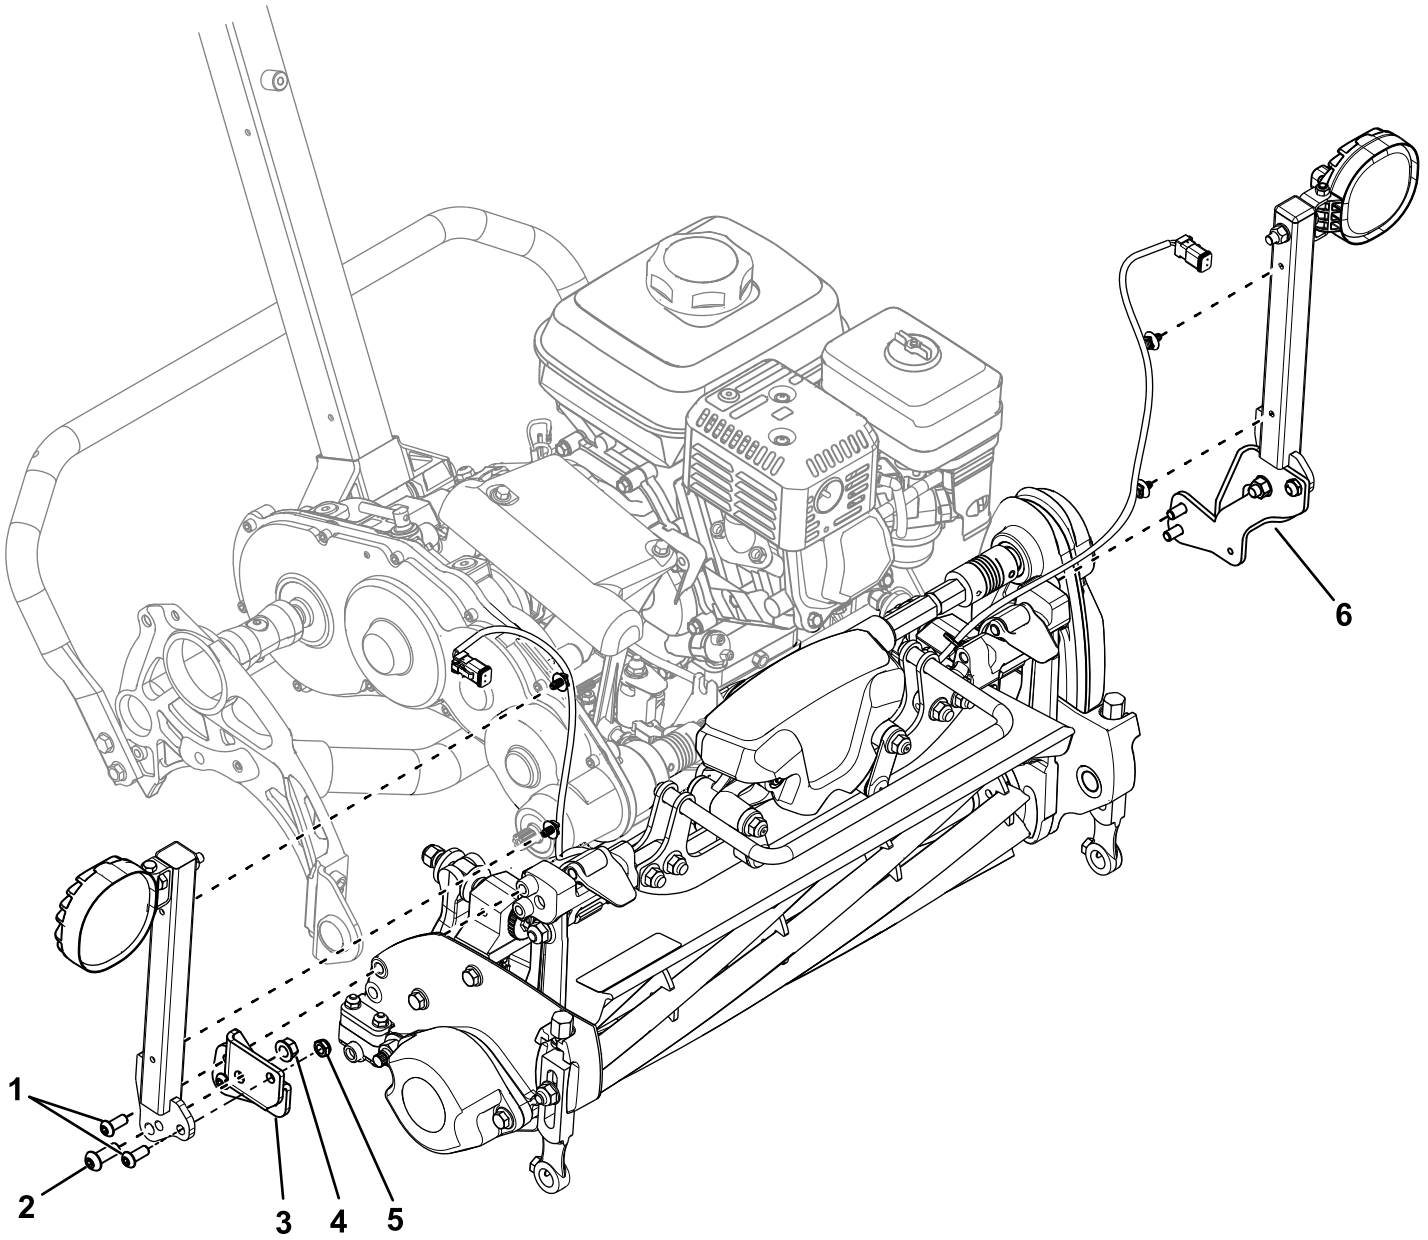

图 4
1. 用 2 个内六角头螺丝5/16 英寸、2 个锁紧螺母、2 个内六角头螺丝⅜ 英寸和 2 个凸缘螺母⅜ 英寸将灯支架固定到安装支架上图 4。
2. 用 4 个内六角头螺丝5/16 英寸将安装支架固定到滚刀组轮毂端图 4。